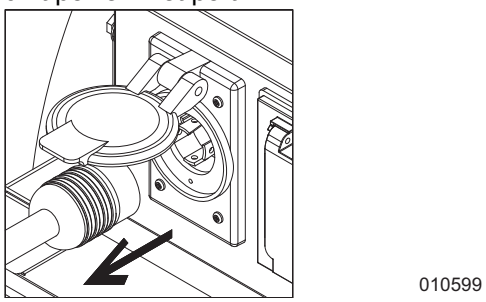

Figure 3-51. Utility Cord Removal from Unit
6. See *Figure 3-51*. Remove 240 V, four-terminal cord from unit power inlet port.